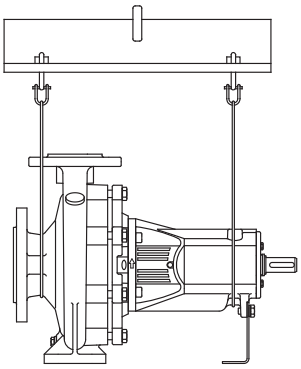
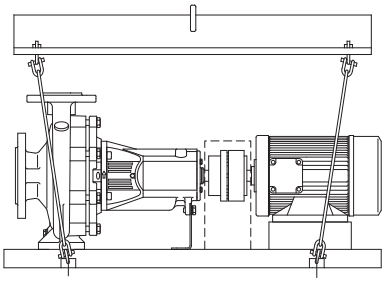

Fig. 1: Транспортировка насоса
Fig. 2: Транспортировка агрегата в сборе
- **Во избежание деформаций надлежащим образом поднимать насос (Fig. 1) или (Fig. 2). Проушины на насосе и моторе запрещается использовать для поднятия всего агрегата. Они предназначены только для перемещения элементов конструкции при монтаже и демонтаже.**